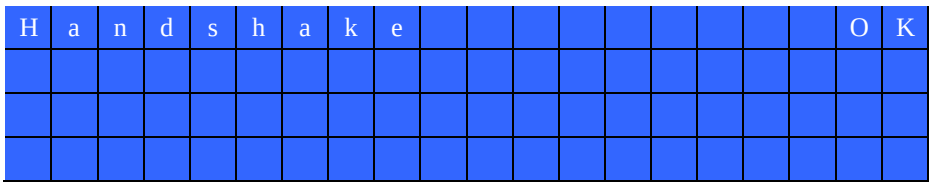

Рис. 10
6.6 Если связь установлена, на LCD появляется “OK”, рис. 10